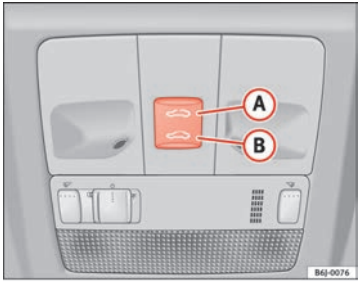

Fig. 52 Panoramic/tilting sunroof
– Press and hold button (B) ⇒ Fig. 52 ⇒ ⚠. The roof starts to close until the button is released.